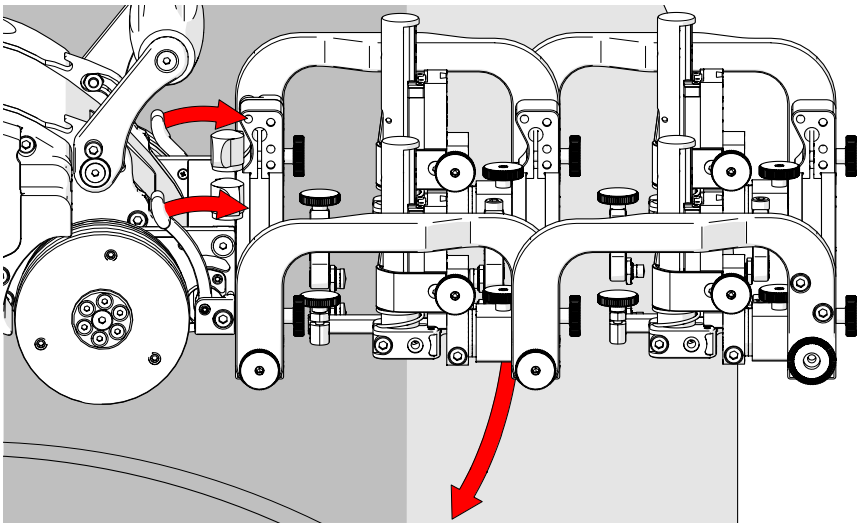
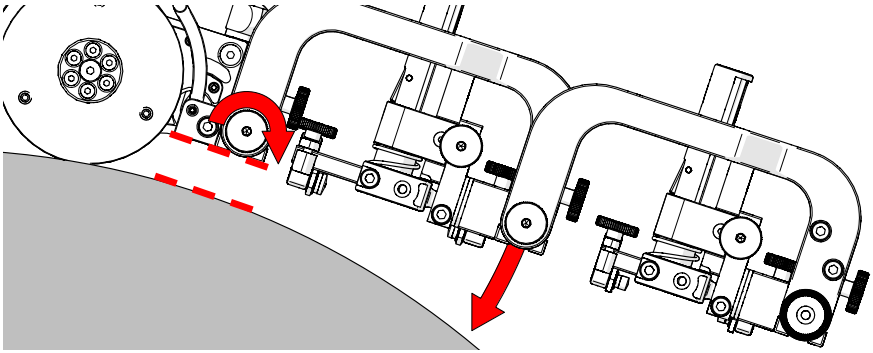

Fig. 170 - Align swivel mount with scan surface
Fig. 171 - Set rear rotational adjustment knob
3. Mount the probe holder frame to the crawler *(see Cable Retainer on page 48 for additional details)*. When mounting the probe holder frame, ensure the attachment knobs *(Fig. 170)* are at the front *(non crawler side)*.
4. Release the two swivel mount levers *(Fig. 170)* to position the swivel mount parallel to the scan surface *(Fig. 171)*. When alignment with scan surface is achieved, lock the crawler swivel mount levers.
5. Loosen the rear rotational adjustment knob to lower the weld scan frame towards the inspection surface *(Fig. 171)*.